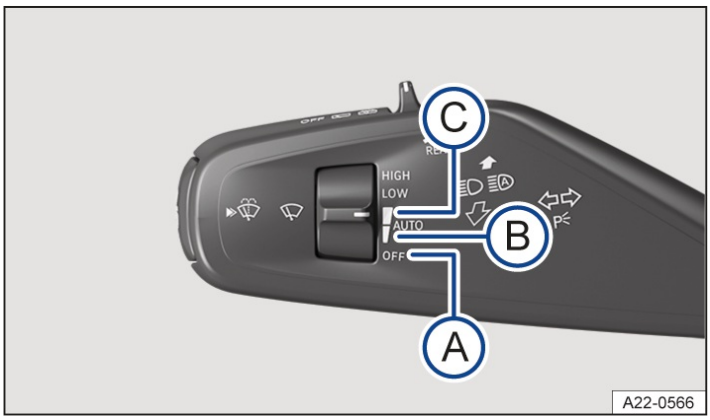

Fig. 1 On the left-hand side of the steering column: lever for turn signal, high beam and windshield wiper.
2. Turn the switch to the required position→ *fig. 1*:
1. Turn the switch to position→ *fig. 1* (A).